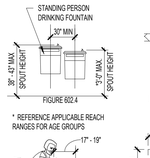

FIGURE 602.4
TAS SECTION 602.4 - SPOUT HEIGHT (REFERENCE FIGURE 602.4 FOR ACCESSIBLE UNIT)
- A. SPOUT OUTLETS OF DRINKING FOUNTAINS FOR STANDING PERSONS SHALL BE 38" MINIMUM AND 43" MAXIMUM ABOVE THE FINISH FLOOR OR GROUND. (FIG. 602.4)